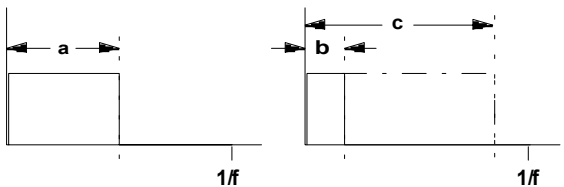

Fig. 2: Rectangle waves with different pulse widths
The VCO produces a square / rectangle wave at output ❿. You can alter its **pulse width** (see Fig. 2) by hand or by voltage control (**pulse width modulation** or **PWM** for short**)**.
The further the pulse width deviates from 50% (see Fig. 2, b and c), the weaker the lower harmonics become, and the more the sound gets thin and nasal.